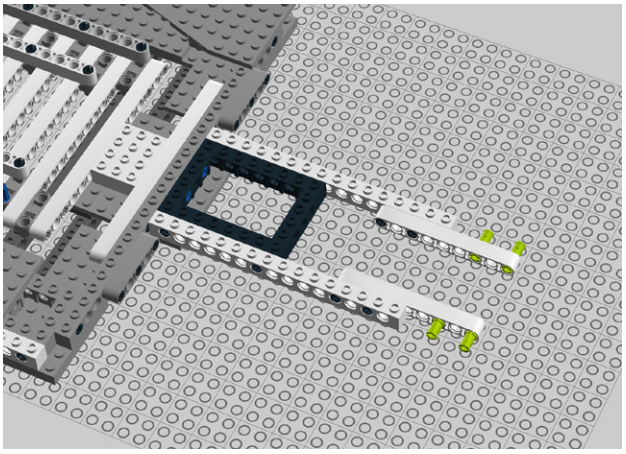

Figure 8-47. *Step 42: Inserting two connector pegs into each beam*
42. Insert four more pegs (Figure 8-47).